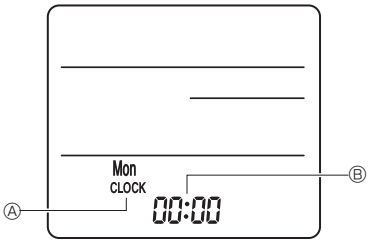

Fig. 7-8
3) Réglage (Réglage de l'horloge) (Fig. 7-8)